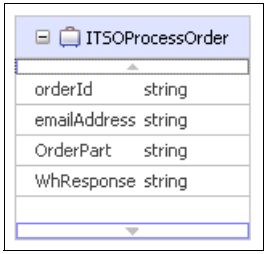

Figure 10-16 Attributes of the business object ITSOProcessOrder
2. The Business Object Editor opens. Add the attributes as shown in Figure 10-16.